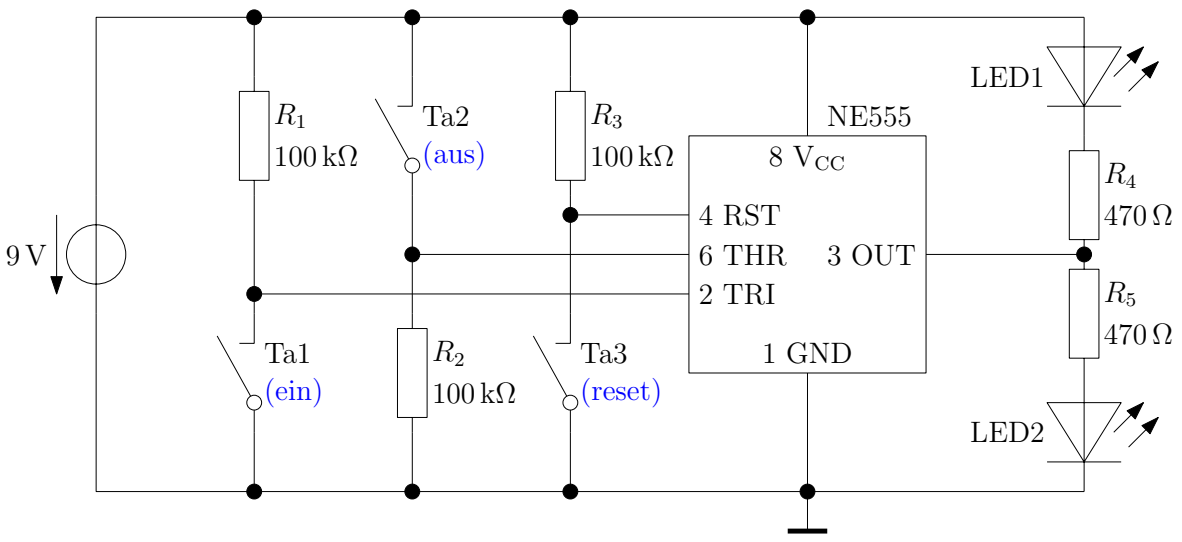

Abbildung 2.27: Experiment – Funktionsweise des NE555
**Versuchsaufbau** Bauen Sie die Schaltung nach Abb. 2.27 auf. In dieser Schaltung benutzen wir zum ersten mal das Symbol für das Bezugspotential GND (bzw. Masse oder Erde) der Schaltung (unterhalb des GND-Anschlusses des NE555 und links von $C_1$). Dies bedeutet zweierlei: